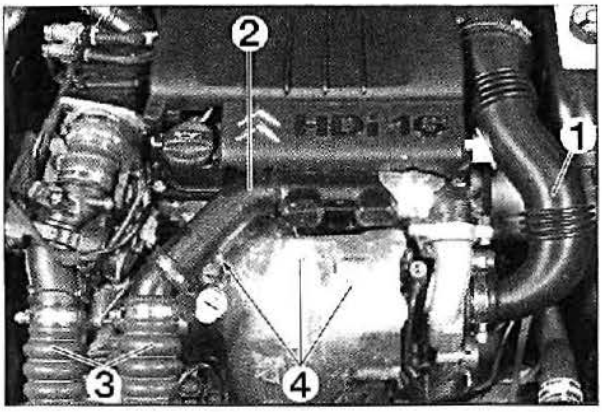
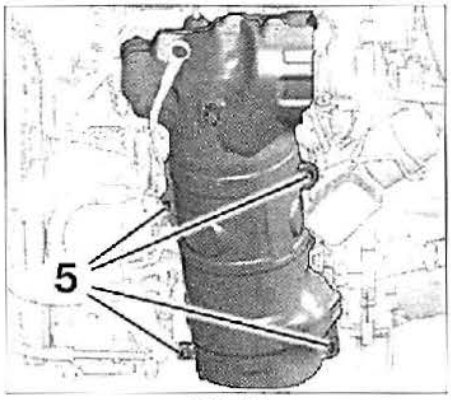

FIG. 39
FIG. 40
- el manguito de admisión de aire (1) **(fig. 39).**
- el conjunto resonador (2).
- los manguitos (3).
- los tres tornillos de fijación (4) de la pantalla térmica superior.
- los 4 tornillos de fijación (5) de la pantalla térmica inferior **(fig. 40).**